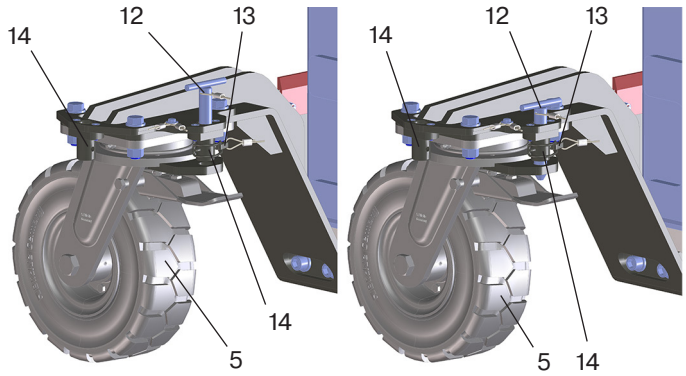

fig. 6-15
Figure 6-15 shows a castor (5) locked 90° to the direction of travel. This position allows the corner unit (1) to be attached safely and easily.